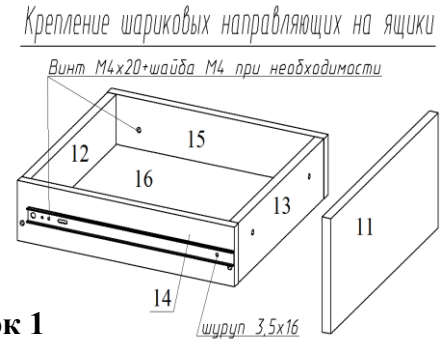

**Рисунок 1**
11.Соберите ящик из деталей 12,13,14,16, используя евровинты и шканты. Рис. 1.